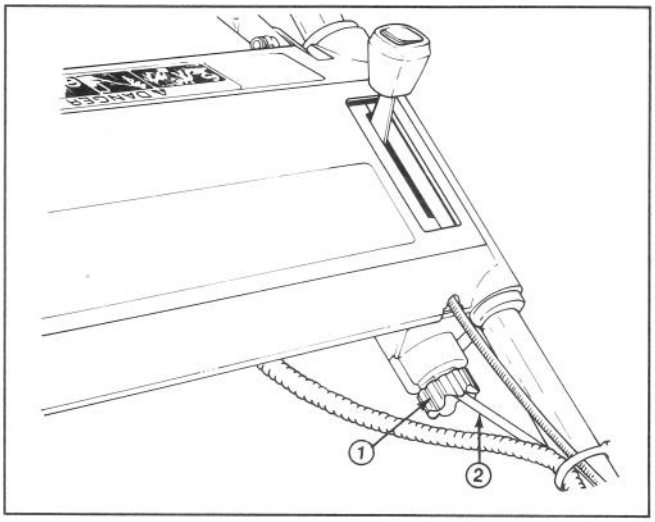

Figure 21
2. Rotate adjustment knob (Fig. 21) 1/2 turn clockwise to tighten drive belt, or 1/2 turn counterclockwise to loosen belt. Hold control cable while rotating to prevent cable from turning.